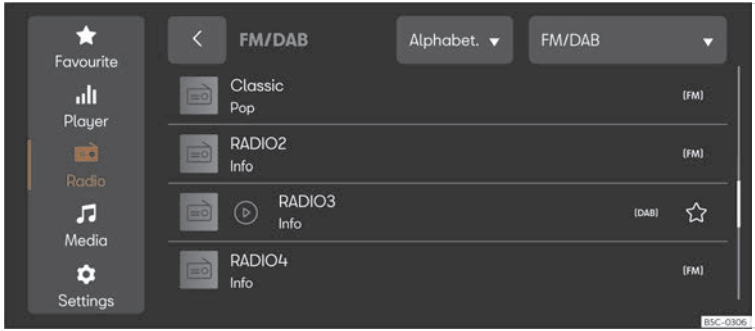

Fig. 178 Schematic representation: Radio view.
- Press **MENU** > ▷ > ⊟ ››› **Fig. 178**.